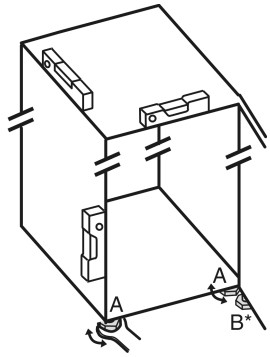

Fig. 36
▶ Stellfüße *Fig. 36 (A)* mit beiliegendem Gabelschlüssel und mit Hilfe einer Wasserwaage herausdrehen, bis das Gerät fest und ebenstehend ausgerichtet ist.
▶ Stellfuß *Fig. 36 (B)* am Lagerbock mit beiliegendem Gabelschlüssel herausdrehen, bis er auf dem Boden aufliegt.
▶ Stellfuß *Fig. 36 (B)* maximal um 90° weiter drehen, um eine Beschädigung der Tür zu vermeiden.